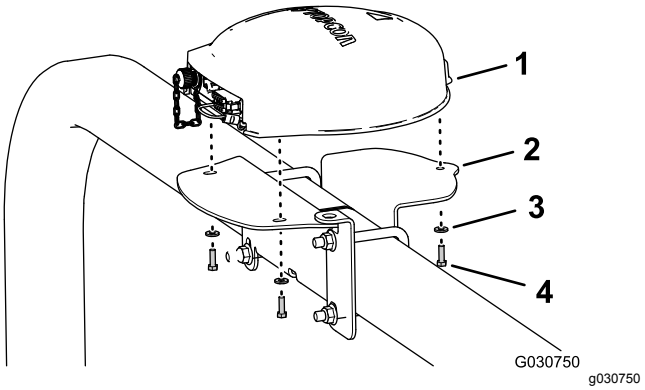

Figur 151
4. Placer de 3 gevind i bunden af navigations-modtageren, så de passer med de tre huller i modtagerbeslaget (Figur 151).
5. Monter modtageren på beslaget (Figur 151) med de 3 sekskantbolte (5 x 16 mm) og 3 spændeskiver (5 mm).